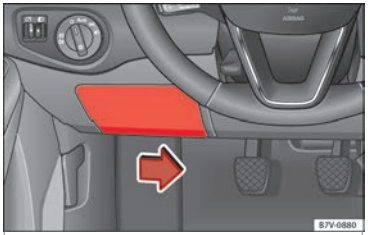

Afb. 59 In het dashboard aan bestuurderszijde: deksel van de zekeringenhouder.
- Schuif de hendel onderaan het deksel naar rechts om het deksel los te maken ››› **afb. 59**.